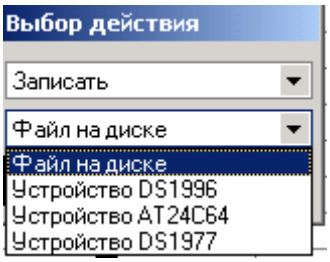

Рис.40
3.1 В виде файла, который будет размещён на жестком диске ПК или сменном носителе - выбрать в верхнем списке «Записать», а в нижнем – «Файл на диске» (рис.40);
3.2 На ключ DS1996 - выбрать в верхнем списке окна «Записать», а в нижнем – «Устройство DS1996» (рис.40);
3.3 В микросхему памяти AT24C64 - выбрать в верхнем списке окна «Записать», а в нижнем – «Устройство AT24C64» (рис.40);
3.4 На ключ DS1977 - выбирать в верхнем списке окна «Записать», а в нижнем – «Устройство DS1977» (рис.40).